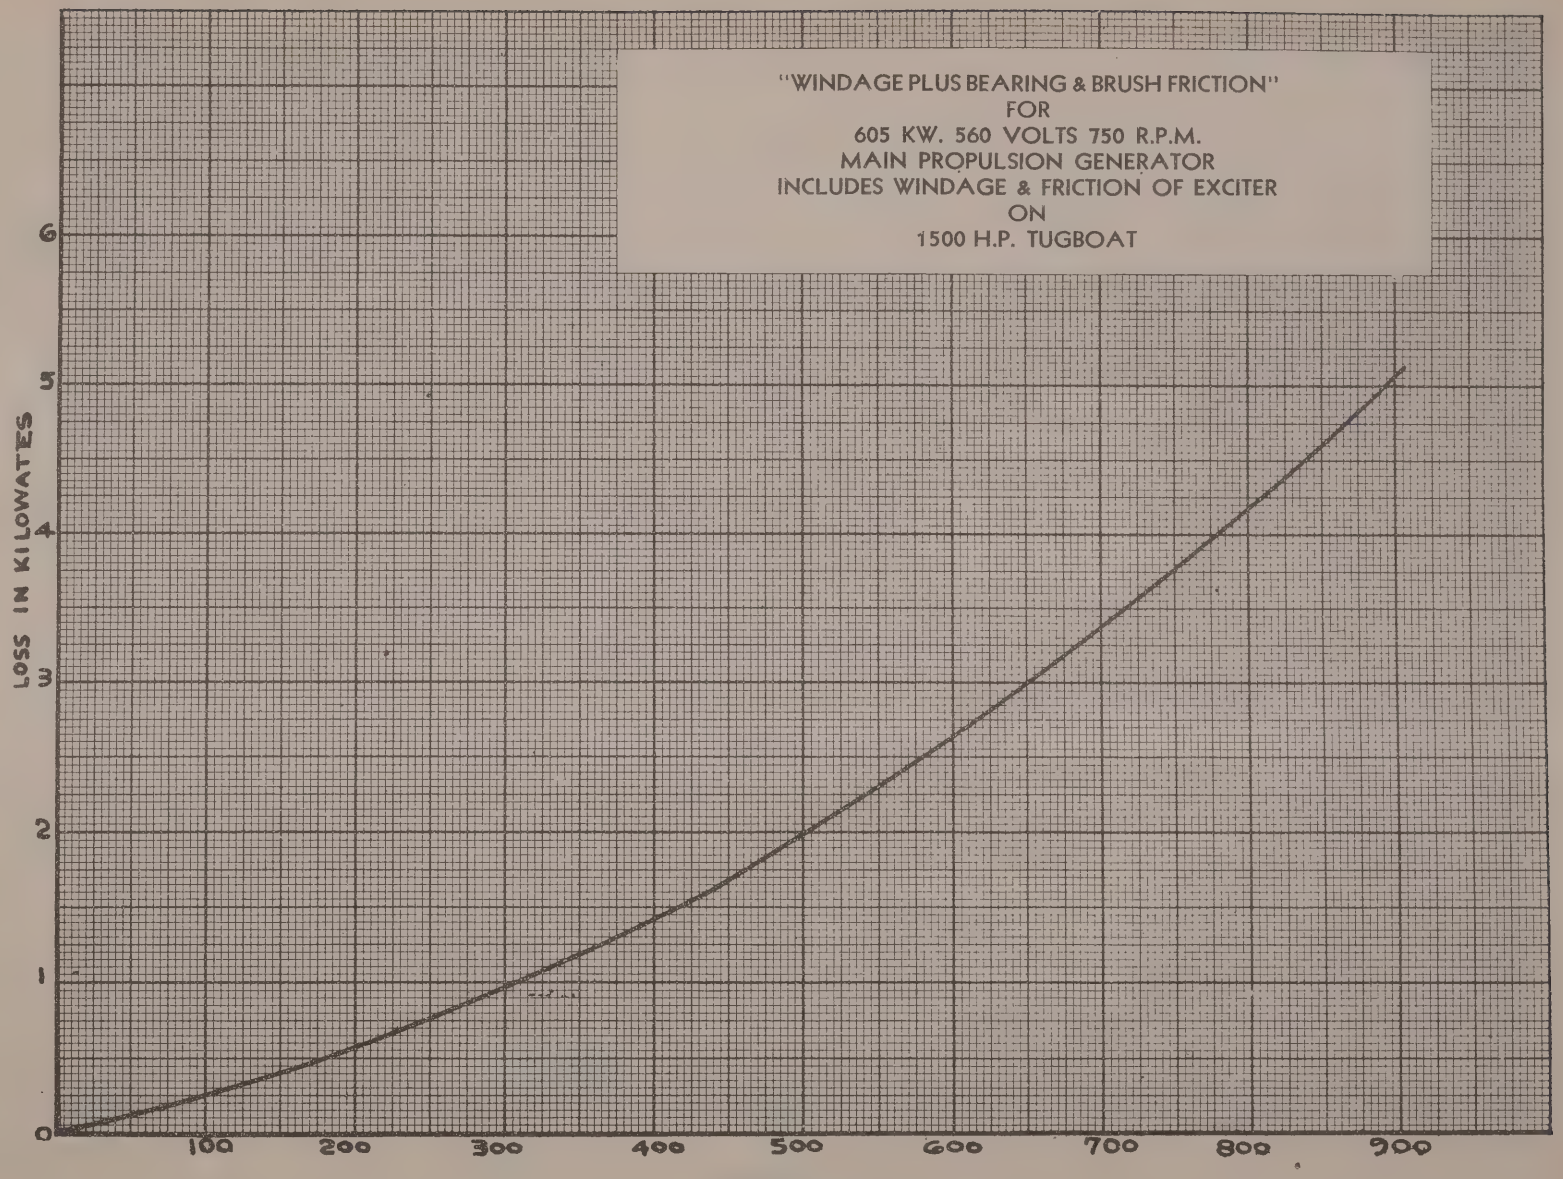

Fig. 10W
a. Windage plus bearing and brush friction, read directly from Fig. 10W at 750 r.p.m. ..... 3.80 kw.